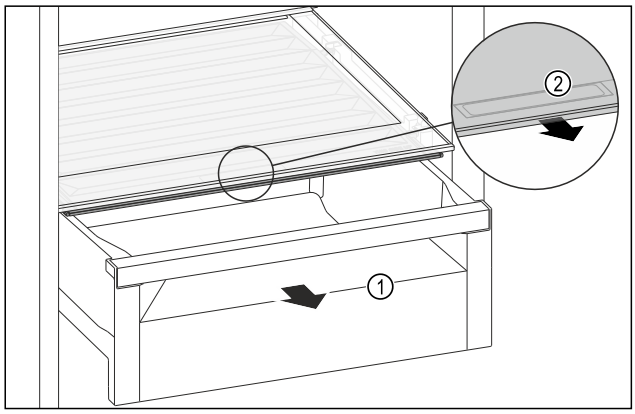

Fig. 137
▶ Pull out the drawer *Fig. 137 (1)*.
▶ Grasp the recessed grip *Fig. 137 (2)* on the compartment lid and pull the compartment lid forwards at the same time.